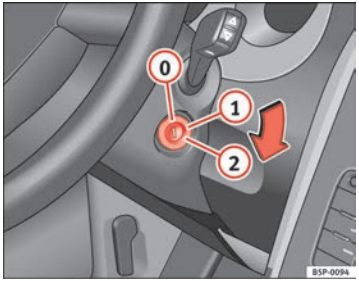

Fig. 118 Ignition key positions
In this position ⇒ fig. 118 the ignition and the engine are OFF and the steering may be locked.
– Turn the ignition key to position ⇒ page 157, fig. 118 (1). The indication lamp ⌀ will light for engine pre-heating.
– When the warning lamp turns off, turn the key to position (2) to start the engine. Do not press the accelerator.
– Turn the ignition key to position ⇒ page 157, fig. 118 (0).